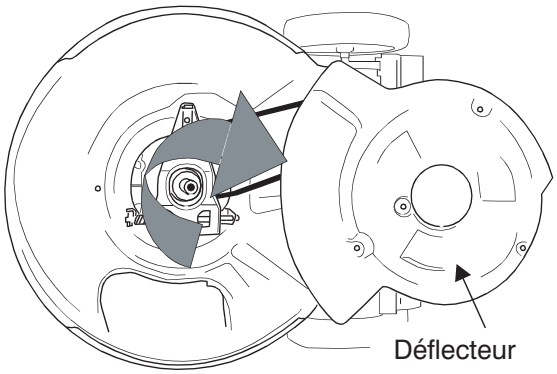

Figure 20
7. Faites pivoter le déflecteur vers l'arrière de la tondeuse. Voir la Figure 20.